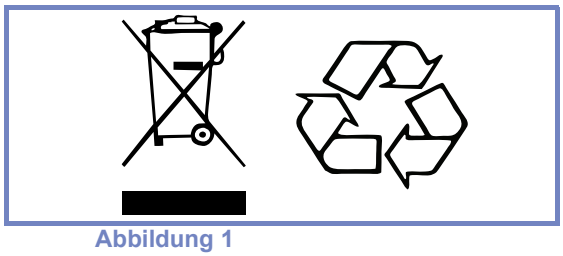

Abbildung 1
- Recycling und Entsorgung von Akkus müssen gemäß der WEEE-Richtlinie über Elektro- und Elektronik-Altgeräte erfolgen, außerdem sind alle vor Ort geltenden Vorschriften und Bestimmungen zu befolgen. Bei Nichtbefolgung könnten die Akkus auslaufen, explodieren und Verletzungen verursachen. Bei der Rückgabe von Batterien und Akkus müssen die Anschlusspole mit Klebeband o.ä. isoliert werden. Andernfalls könnte der Reststrom ein Feuer oder Explosionen verursachen. Abbildung 1 zeigt die Symbole für die Entsorgung und das Recycling.